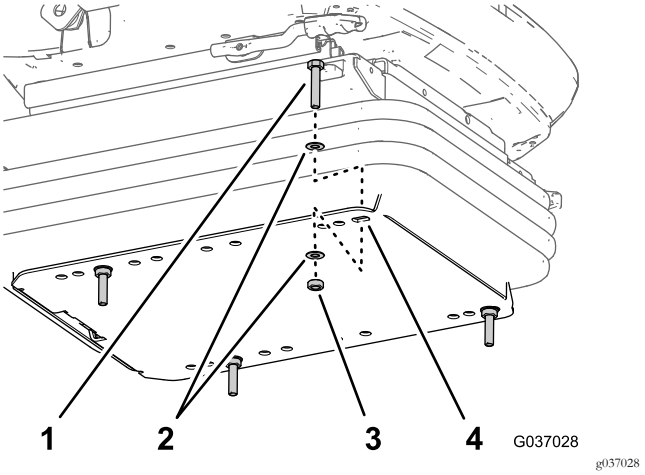

Rysunek 14
2. Włóż 4 śruby niewypadające (8 x 40 mm) wraz z 8 podkładkami (8 x 17 mm) w otwory w kołnierzu płyty dolnej (Rysunek 14) opisane w kroku 1, po czym przykręć 4 nakrętkami zwykłymi (8 mm).